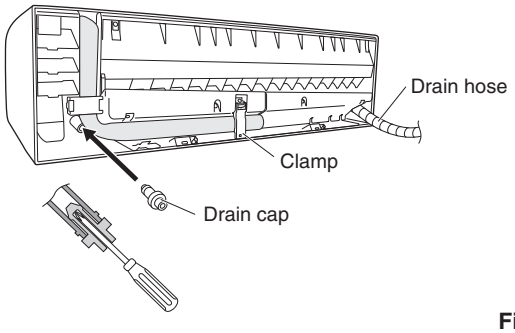

Fig. 3-30
(d) Reattach the drain hose to the left side and the drain cap to the right side. (Fig. 3-30)
(3) Install the indoor unit on the rear panel.
(4) Connect the tubing and wiring led inside from outdoors.
(5) After completing a leak test, bundle the tubing together with armoring tape and store it inside the tubing storage area at the back of the indoor unit and hold it with clamps. (Figs. 3-30 and 3-32)